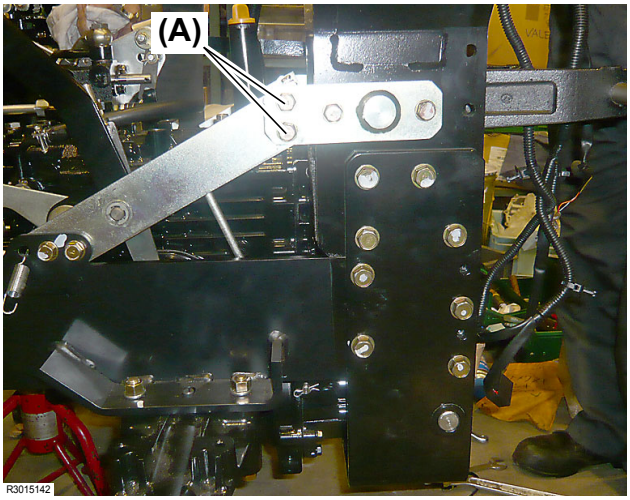

Fig. 7
5. Remove the two (2) M10 × 25 mm (L: 1.0 in.) bolts **(Fig. 7, (A))** on each of the right and left sides. Tightening torque for installation: 32.5 to 43.5 ft•lbs (44 to 59 N•m)